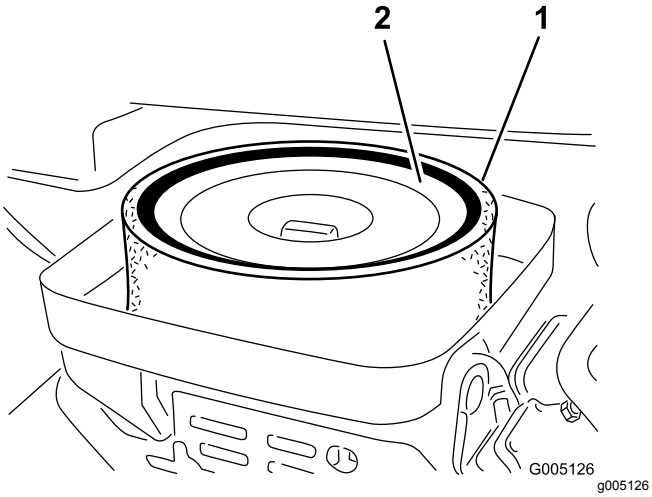

**Figur 25**
3. Fjern vingemøtrikken, der fastholder elementerne på selve luftfilteret (Figur 25).
4. Hvis skumindsatsen er snavset, skal det fjernes fra papirindsatsen (Figur 25). Rengør det grundigt som følger: